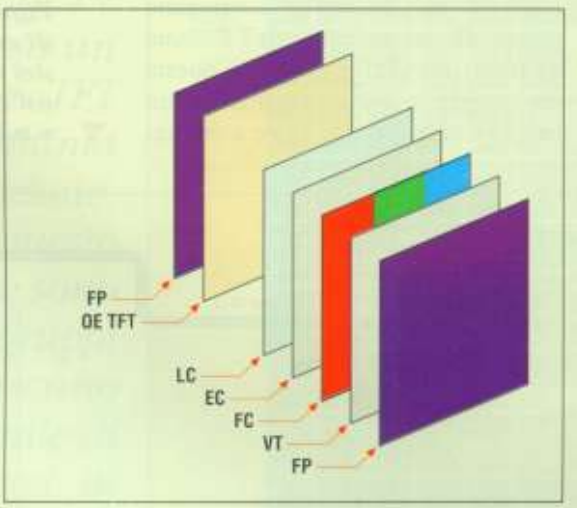

Figura 2. Composizione del modulo LCD/TFT.
disposti a delta sulle intersezioni di tre griglie formate da righe e colonne rispettivamente per il colore rosso (R), verde (G) e blu (B). Il circuito di pilotaggio delle righe contiene dei registri a scorrimento con uscite in parallelo che comandano una serie di circuiti i quali attivano in sequenza le righe. Il contenuto di informazione di una riga é inserito in modo seriale nel circuito di pilotaggio delle colonne, mentre i circuiti collegati in parallelo a ciascuna colonna controllano gli stadi pilota che commutano le colonne della riga degli indirizzi per l'illuminazione o lo spegnimento dei pixel. In pratica, l'indirizzamento delle due colonne risulta suddiviso in due metà, le quali vengono caricate tramite due registri a scorrimento separati, in modo che la frequenza di clock risulti la metà di quella necessaria in assenza di questa suddivisione. Il periodo nel quale la tensione positiva risulta applicata al pixel prescelto sullo schermo, determina il flusso totale di elettroni che lo attraversano. L'ottenimento di diverse gradazioni di luminosità, contrasto e colore diventa perciò una vera e propria questione di modulazione della durata dell'impulso di indirizzamento delle colonne. Per quanto la tensione di pilotaggio di controllo possa essere modulata per variare i livelli di intensità, questo tipo di modulazione che agisce sul rapporto tra corrente (brillantezza) e tensione non risulta perfettamente identica nei diversi pixel. Questa differenza, anche se piccola, porta a correnti nei pixel leggermente diverse in corrispondenza della stessa tensione di controllo il che potrebbe provocare l'illuminazione non uniforme nelle diverse zone dell'immagine. A ciò si rimedia rendendo minima la differenza tra le diverse curve e, poiché i livelli di corrente sono pressoché identici, l'immagine risultante ha una brillantezza quasi uniforme sull'intera area del videodisplay LCD TFT in formato di immagine 4:3. Come si può vedere in **Figura 2**, tale videodisplay contiene un filtro polarizzatore posteriore FP, la matrice attiva TFT, uno strato di cristallo liquido dalla struttura molecolare dello spessore di circa 8 micron LC, un elettrodo comune EC, un filtro del colore RGB disposto a delta FC, una lastrina di vetro a specchio semitrasparente VT ed il filtro polarizzatore anteriore FP. Per un corretto funzionamento del videoproiettore, viene impiegata una lampada di proiezione a bassa tensione prodotta dalla General Electric con la sigla GY-6,35 da 24 V - 100 watt, che consente di ottenere dei risultati soddisfacenti senza sovraccaricare ad alte temperature il videodisplay. La parte ottica del videoproiettore è costituita dalle due lenti LC-LF, dal filtro anticalore F1, dalla lampada di proiezione LM, dallo zoccolo ceramico Z1, dalla parabola di riflessione PR e, naturalmente, dall'obbiettivo OB. La **Figura 3** mostra la disposizione pratica del gruppo ottico all'interno del contenitore metallico. Come si può vedere, la ventola di raffreddamento V1 cattura l'aria fredda prelevata dall'esterno e la convoglia, tramite i deflettori D1-D2, direttamente sulla lampada di proiezione LM e sulla lente condensatore LC, mentre il filtro F1 funziona da barriera anticalore assicurando alla lente di focalizzazione LF una temperatura di circa 40°-50° in modo tale da non surriscaldare troppo il videodisplay. L'aria calda esce attraverso i deflettori D3-D4 e torna all'esterno per mezzo dei fori laterali che si trovano sulle pareti del contenitore. In questo modo si ha uno scambio continuo di aria forzata che assicura un ottimo funzionamento al videoproiettore. Il gruppo ottico è costituito da un contenitore di alluminio ricavato da un foglio di lamierino di alluminio